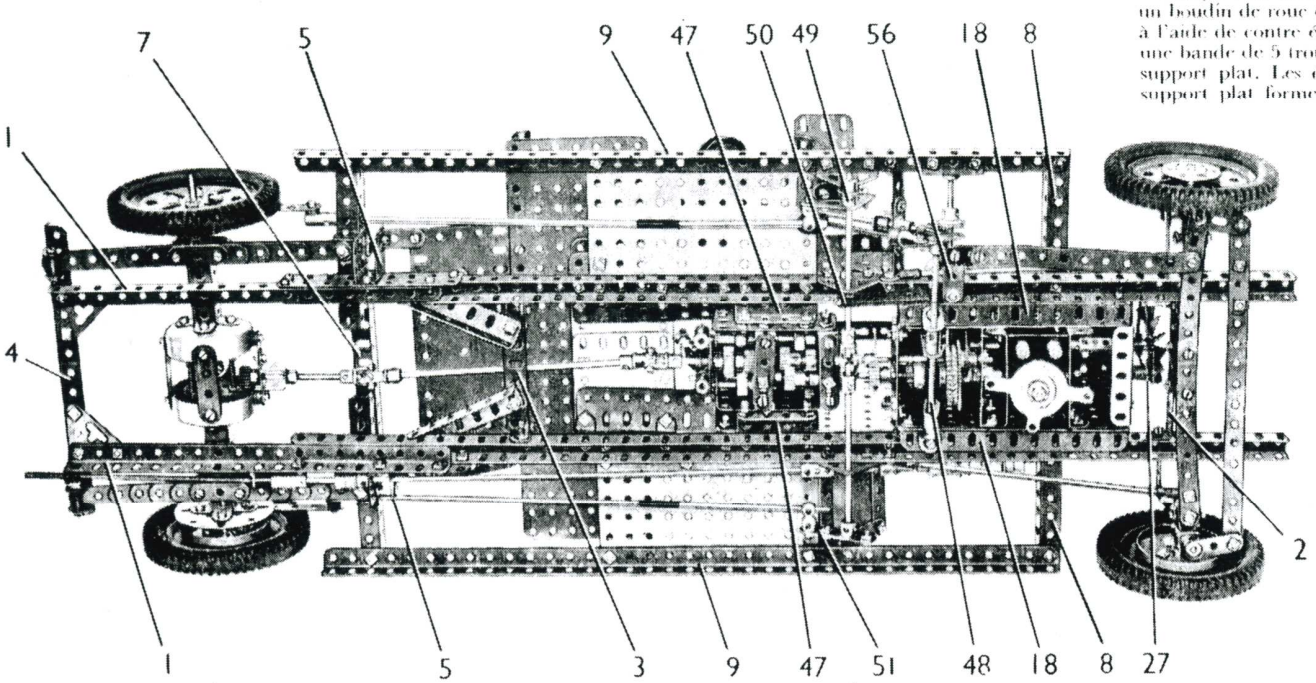

FIG. 2
Construction du modèle: détails du chassis (Fig. 2 et 4)
Un support en "U" (5) est boulonné sur chacun des côtés du chassis, et il reçoit une cornière de 9 trous (6) qui porte un grand gousset d'assemblage. Les goussets d'assemblage sont réunis par une cornière de 11 trous (7) (Fig. 6). Une cornière de 7 trous (8) est fixée sur chacun des côtés du chassis, et des cornières de 37 trous (9) sont boulonnées aux extrémités des cornières (6) et (8). Une plaque sans rebords de 14 × 9 cm. est boulonnée entre le longeron du chassis et la cornière (9) de chaque côté (Fig. 2).
Les bougies sont des boulons de 9,5 mm. réunis à un support de cheminée par quatre longueurs de corde élastique. La pipe d'échappement est constituée par deux ressorts boulonnés sur le moteur et coincés à leurs extrémités inférieures entre des roues à boudin de 19 mm. montées sur une tige filetée de 9 cm. Une extrémité de la tige filetée est fixée dans l'une des cornières (8) (Fig. 2) et sur l'autre est fixé un joint flexible grâce à un accouplement taraudé. Le joint flexible est réuni par un accouplement à une tringle de 29 cm. qui passe au travers de l'un des supports en "U" (5). Cette tringle porte deux vis sans fin dans l'une desquelles est fixé un collier taraudé à cheville qui tient une tige filetée de 15 cm. L'extrémité arrière de la tige filetée est fixée dans une équerre boulonnée sur la cornière (4).